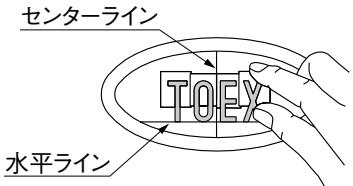

図7-3
❸水平ラインと文字の位置を合わせ、文字をセンターラインから左右等間隔になるよう仮貼りしてください。（図7-3参照）